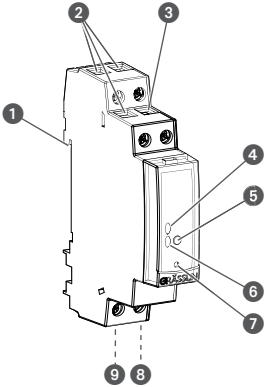

Fig. 1: Kontaktur
Kontakturet er et kontaktur, der monteres på en DIN-skinne ved hjælp af et kliksystem (fig. 1/❶). Det aktiverer den dermed forbundne enhed. Kontakturet har 1 kanal og kan betjenes via en betjenings-knap (fig. 1/❺). Kontakturets tilstand vises med 2 LED'er (fig. 1/❹ og ❻). Kontakturet kan program-meres via en mobil enhed via en app eller pc-software. Radiosignalets frekvens ligger på 2,4 GHz, og den maksimale sendeeffekt er 1,8 mW.